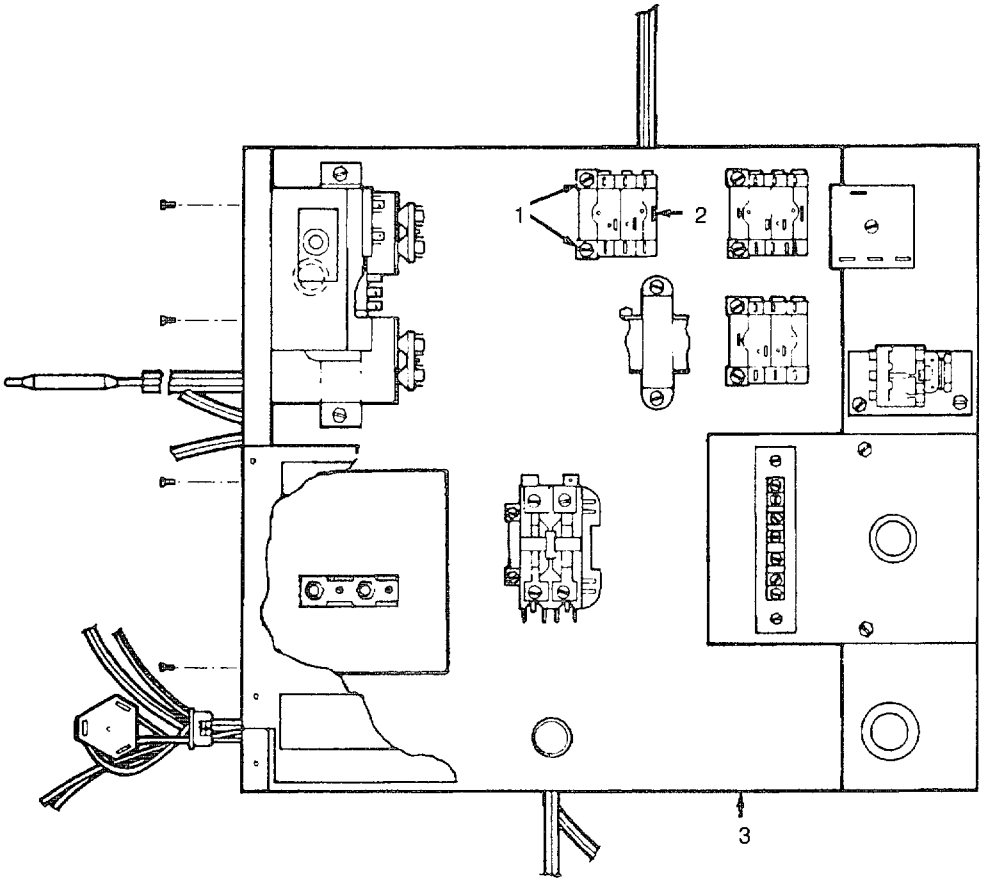

Figure 4-26. Heat/Cool Relay
(1) Check the two screws (1, Figure 4-26) attaching the heat/cool relay (2) to the control box (3). Tighten if required.
(2) Install the control box cover. See para 4-23.
(3) Install both front door assemblies. See para 4-17.
(1) Check the heat/cool relay (2, Figure 4-26) with a multimeter. The multimeter should show the relay opening and closing as you manually open and close the contact points.
(1) Tag and disconnect all wires to the heat/cool relay (2, Figure 4-26).
(2) Remove the two screws (1) from the heat/cool relay (2) and pull the heat/cool relay out of the control box (3).
(1) Install the heat/cool relay (2, Figure 4-26) In the control box (3) with the two screws (1).
(2) Connect the wires as tagged and remove the tags.
(3) Install the control box cover. See para 4-23.
(4) Install both front door assemblies. See para 4-17.